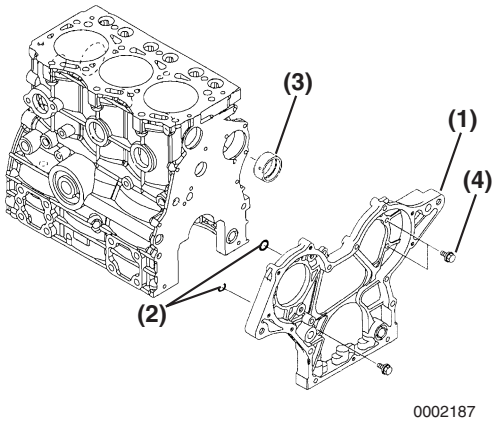

Figure 6-49
1. Remove bolts **(Figure 6-49, (4))**.
2. Remove the gear case **(Figure 6-49, (1))** from the cylinder block.
3. Inspect and measure the camshaft bushing. *See Camshaft on page 6-7 for service limits*. If damaged or worn beyond service limits, remove the camshaft bushing **(Figure 6-49, (3))**.
4. Remove O-rings **(Figure 6-49, (2))**.